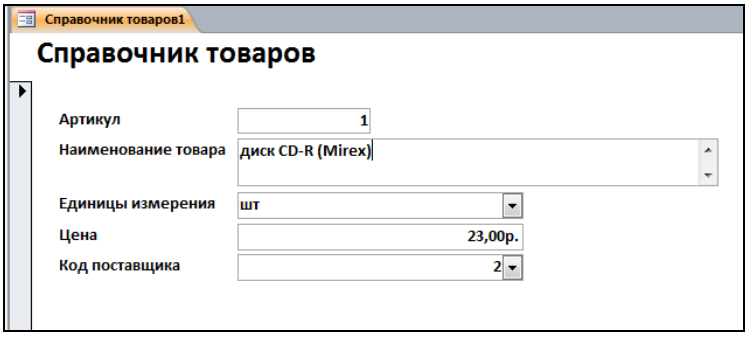

Рис. 3.5. Просмотр созданной формы в *Режиме формы*
6. Созданная форма автоматически откроется в режиме *Формы* (рис. 3.5), предназначенном для ввода и редактирования данных.